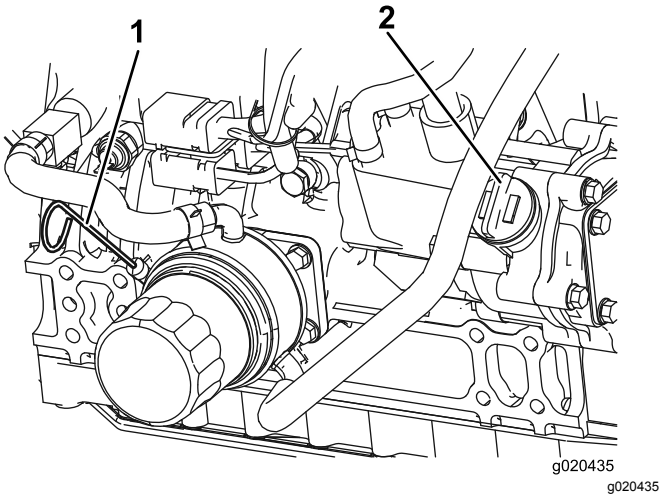

Figur 74
3. Ta ut oljestickan, torka av den, sätt tillbaka den i röret och dra ut den igen. Oljenivån ska ligga mellan fullmarkeringen och påfyllningsmärket (Figur 74).